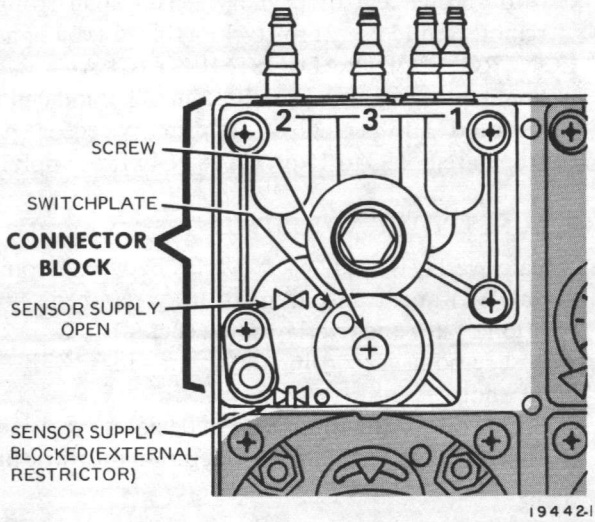

Fig. 4. Primary Sensor Air Supply.
1. Loosen screw one turn (Fig. 4) and rotate switchplate (light grey) 90 degrees counterclockwise to sensor supply blocked position.